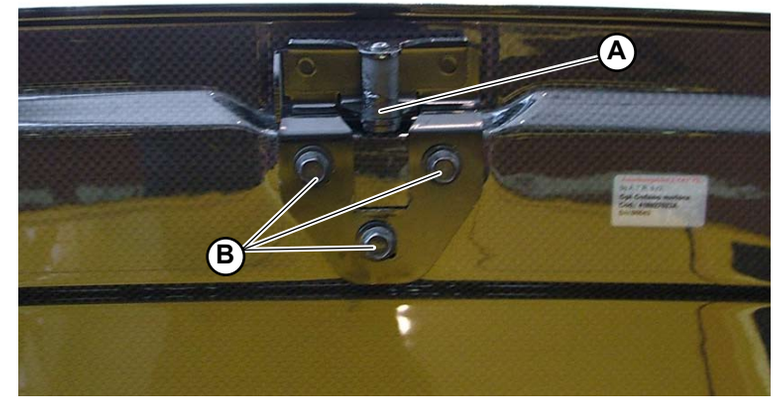

Fig.7
1. Assemble the lock (**A-Fig.7**) and secure using the 3 screws (**B-Fig.79**).